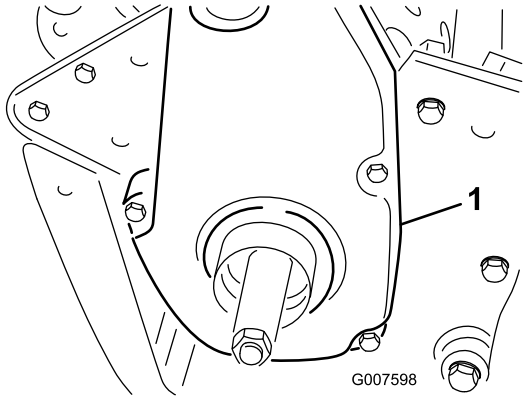

Figur 30
1. Afmonter remskærmens monteringsskruer og remskærmen for at frilægge remmen (Figur 30).